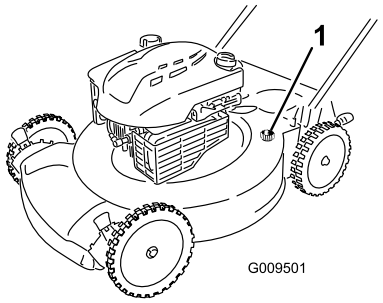

Figuur 25
4. Bevestig een tuinslang die aangesloten is op een kraan aan de wasaansluiting op de machinebehuizing (Figuur 25).